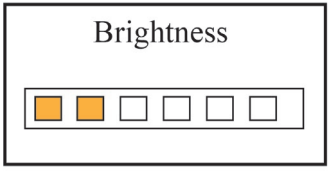

Figura 4.10A Impostazione luminosità
- Brightness: Per impostare la luminosità della retroilluminazione vi sono 6 livelli disponibili; l'impostazione predefinita è il livello 3, come mostrato nella figura 4.10A.